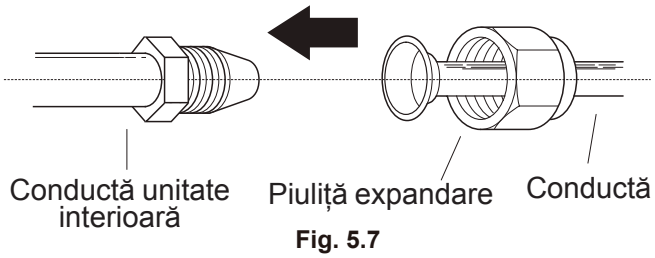

Fig. 5.7
1. Aliniați centrul celor două conducte pe care urmează să le conectați. Consultați **Fig.5.7**